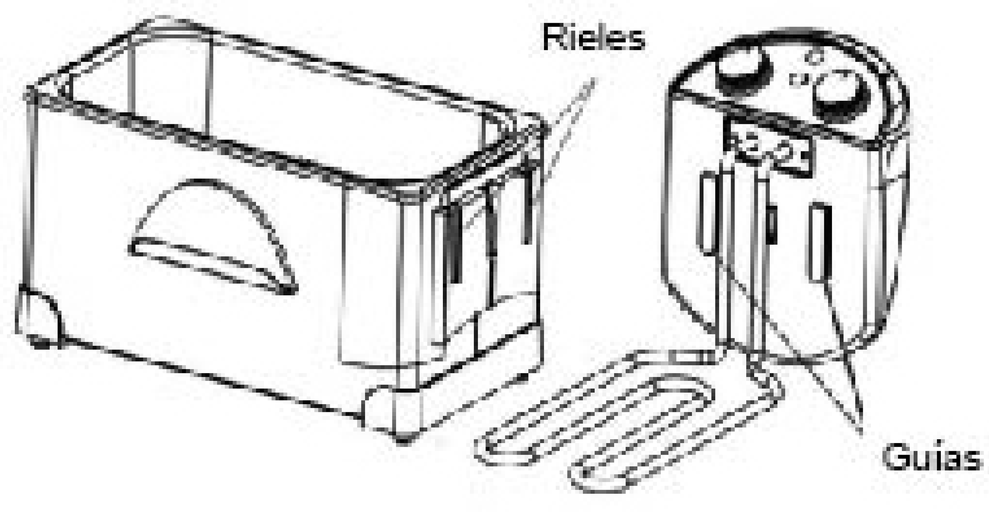
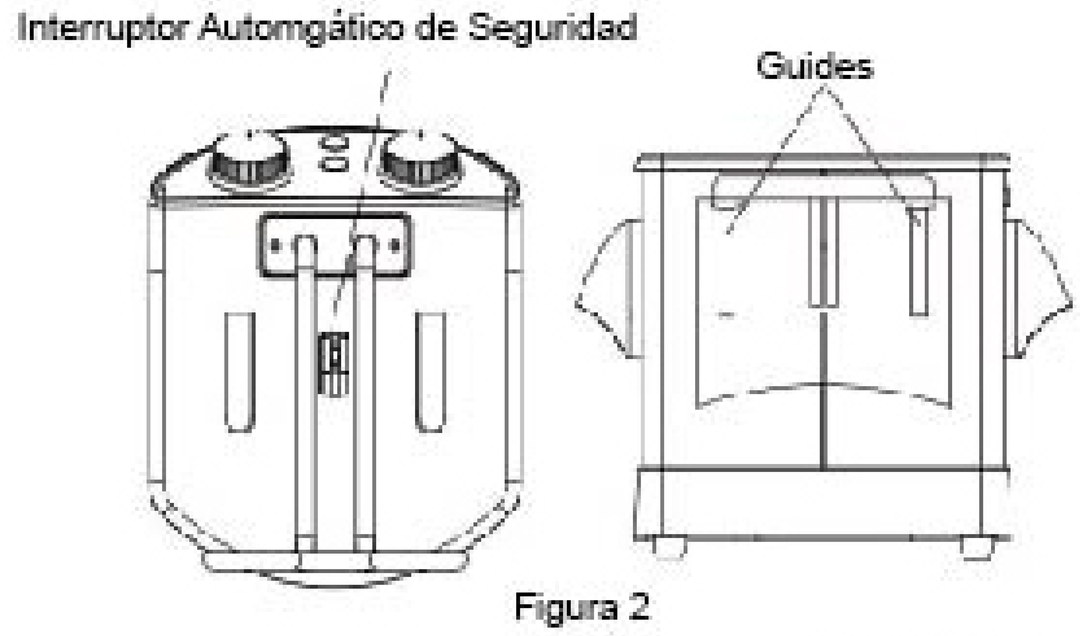

Figura 1
Figura 2
1. Coloque el ensamblaje de control en la base alineando las dos guías en la parte frontal de la unidad de control con los dos rieles en la parte posterior de la base (Figura 1 y Figura 2).